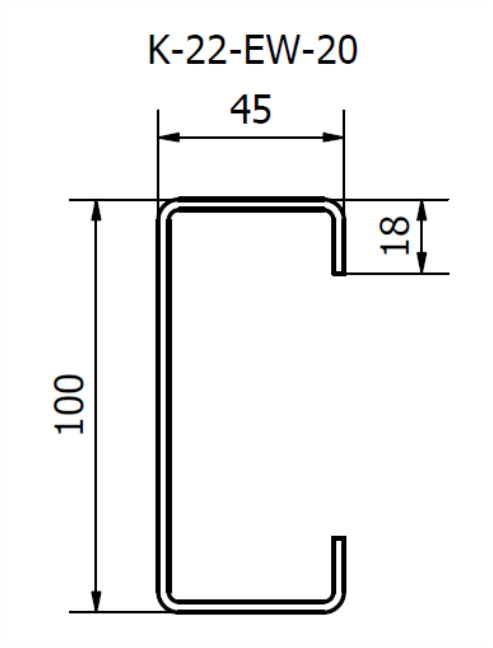

RYS.1 Przekroje podpór
1. **Do montażu konstrukcji poprzez wbijanie konieczne jest posiadanie odpowiednich maszyn np.: kafar lub koparka z odpowiednim adapterem o przekroju profilu nośnego – rys.1.**
5. Podpory muszą być wbite na głębokość **1500mm**. Przy wbijaniu podpór użyj przekładki, najlepiej w postaci dedykowanego adaptera odpowiedniego do jej przekroju – rys.1, zabrania się bezpośredniego kontaktu z wbijanym elementem. Zapobiegnie to uszkodzeniu mechanicznemu i zdarciu powłoki antykorozyjnej z podpór. W trakcie wbijania należy kontrolować ich pionowe położenie.